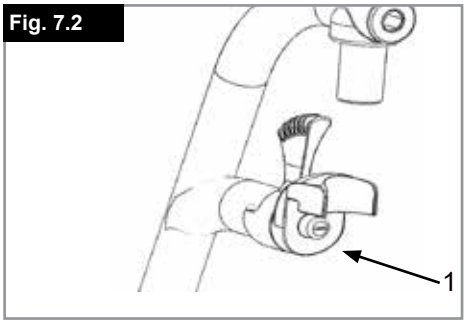

Fig. 7.2
Si la potence présente du jeu (Fig. 7.2) vous pouvez la régler sur le terrain. La clavette de potence (1) se règle afin de réduire le jeu.